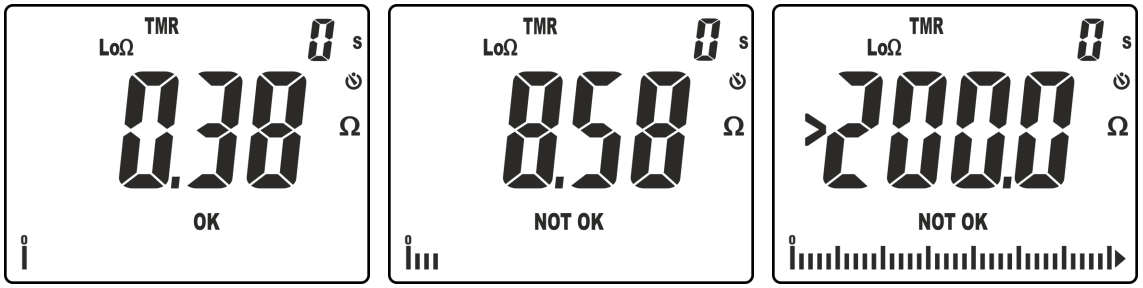

Fig. 31: Resultados de la medida de continuidad en modo TMR
10. En la pantalla de Fig. 31 – parte izquierda aparece un resultado positivo de la prueba “OK” (valor menor del umbral configurado y corriente de prueba >200mA). En la pantalla de Fig. 31– parte central aparece un resultado negativo de la prueba “NOT OK” (valor superior al umbral configurado y corriente de prueba <200mA). En la pantalla de Fig. 31 – parte derecha aparece resultado negativo “NOT OK” correspondiente al fuera escala (símbolo “**>200.0**”)